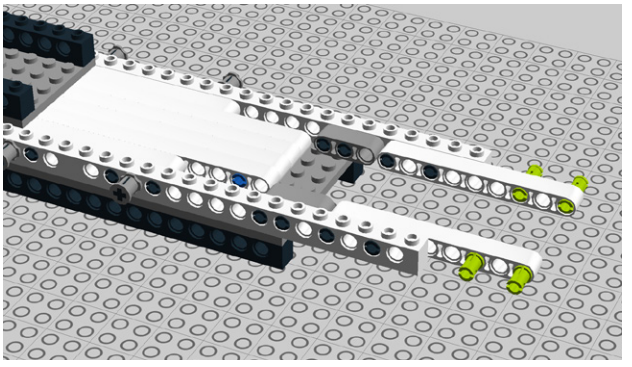

Figure 8-60. *Step 55: Adding four connector pegs*
55. Insert four more pegs as shown in Figure 8-60.